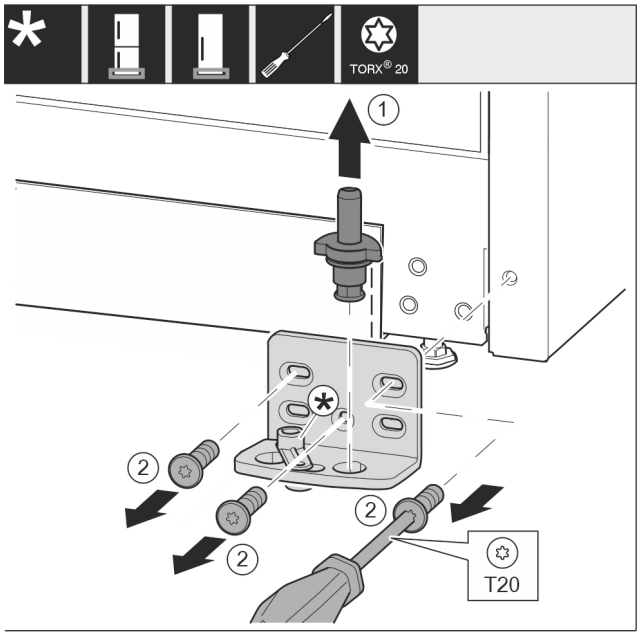

Fig. 14
- ▶ Lagerbout *Fig. 14 (1)* volledig naar boven toe wegtrekken.
- ▶ Schroeven *Fig. 14 (2)* met schroevendraaier er uit draaien en het lagerbok wegnemen.